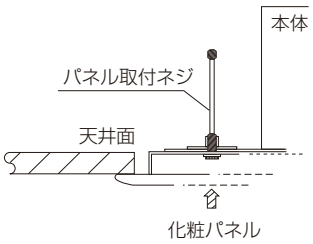
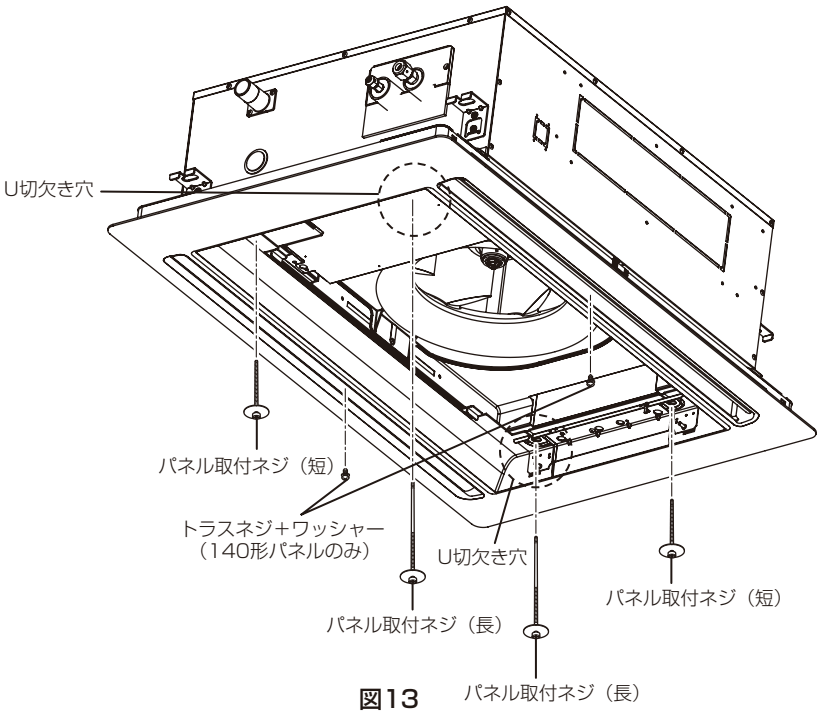

図12
図13
①化粧パネルを持ち上げ、仮止めしていた取付ネジ（長）および（短）を締め付けてください。（図12、図13）
①化粧パネルの中央部を本体に固定するため、付属のトラスネジとワッシャーにて2ケ所交互にバランスよく仮止めしてください。
②仮止めしていた取付ネジ（長）および（短）とトラスネジを締め付けてください。（図12、図13）